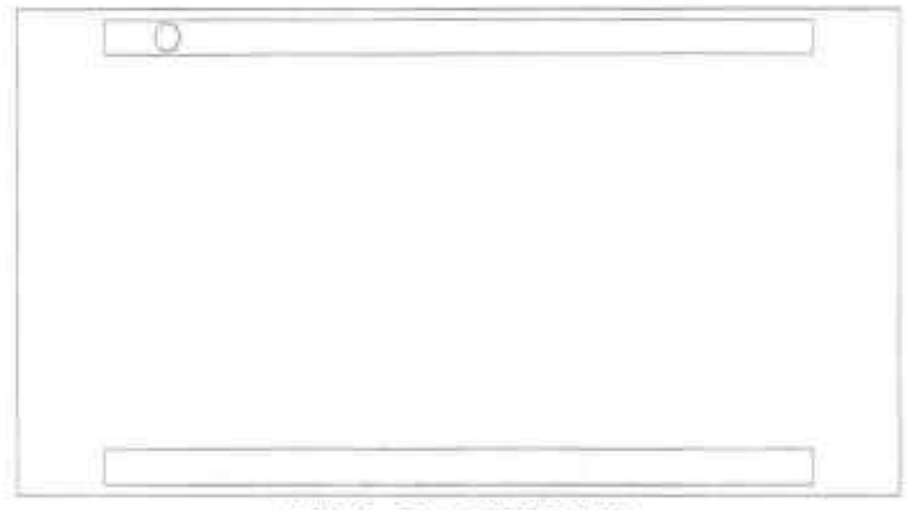

图20-70 移动圆形
Step 06 执行“移动”命令，选中圆形，将其向右侧移动 255mm，如图 20-70 所示。